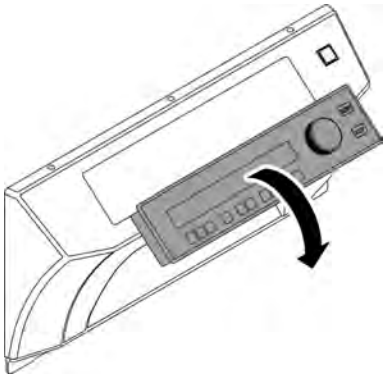

Fig. 44: Removing the control panel
5. Remove the control panel (A5) from the front side of the front faceplate (*Fig. 44*).
5. Remove the control panel (A5) from the front faceplate from the front (*Fig. 44*).
11. Insert the control panel (A5) into the front faceplate from the front (*Fig. 44*).